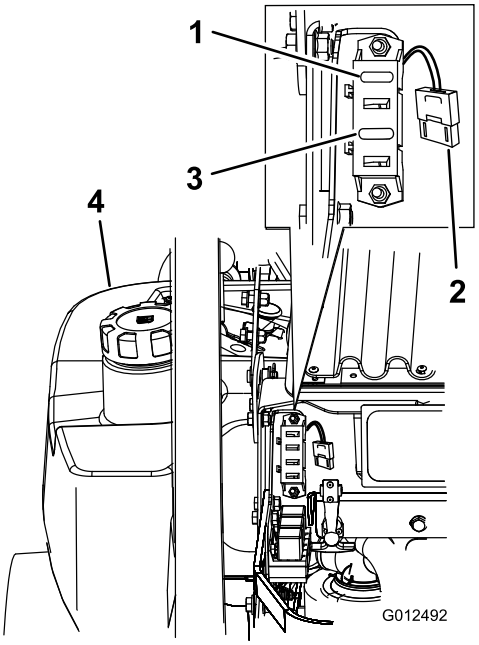

**Figuur 59**
1. Maak de motorkap open om toegang te krijgen tot de zekeringhouder (Figuur 59).
3. Monteer een nieuwe zekering (Figuur 59).